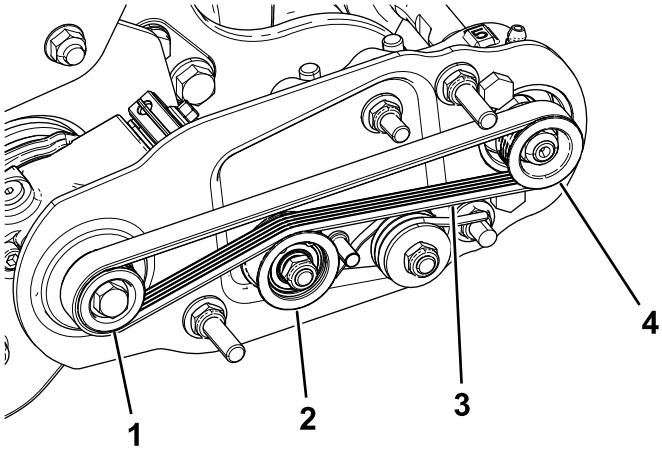

Bild 16
- Verlegen Sie den Riemen um die **Antriebsscheibe** und dann über die Oberseite der Spannscheibe (Bild 16).